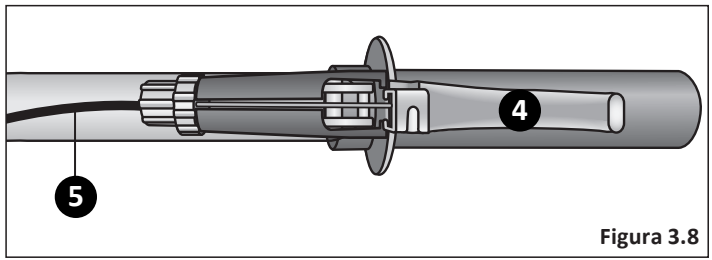

Figura 3.8
4. Suelte la maneta de freno. **Figura 3.8**